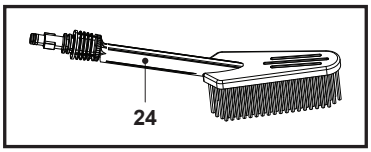

Fig. 15
El cepillo de lavado (24) puede eliminar fácilmente la suciedad, la grasa y los residuos difíciles para dejar las superficies impecables y con un aspecto como nuevo, y puede llegar fácilmente a las zonas de difícil acceso (Fig. 15).